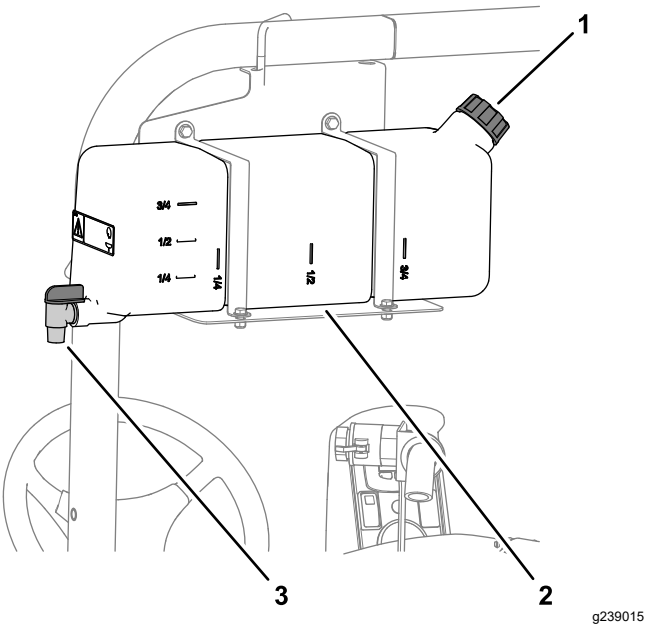

Figura 19
- Para llenar el depósito, desenrosque el tapón de la parte superior del depósito, llene el depósito con agua limpia y coloque el tapón (Figura 19).
- Para abrir la llave de paso del depósito de agua limpia, gire la palanca de la llave de paso (Figura 19).